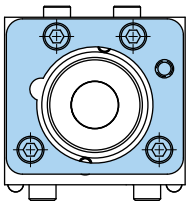

FIGURE 6
6) Unclamp the unit, remove the shim and two fasteners (item 7).
7) Rotate the flange plate (item 6) on the part support and align the four mounting holes as shown. (Figure 6)
8) Add the four screws (item 7) and tighten to 44 in-lbs [5 Nm].